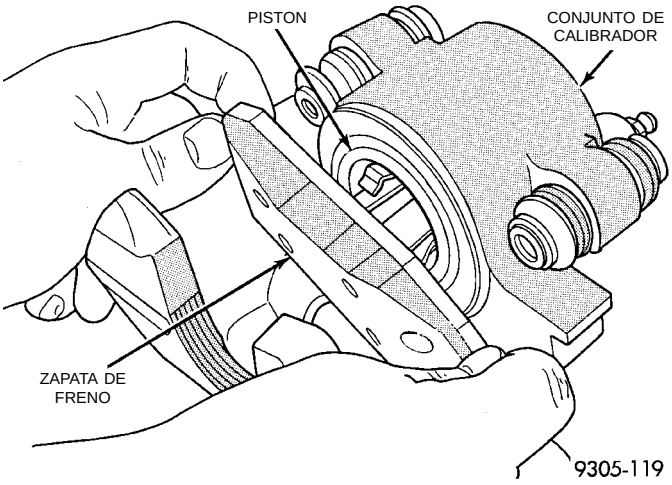

Fig. 65 Instalación de la zapata de freno de adentro
(5) Instale el nuevo conjunto de zapata de freno de adentro en el pistón del calibrador, apretando con firmeza con los pulgares en el hueco del pistón (Fig. 65). Asegúrese de que el conjunto de zapata de freno de adentro esté emplazado a escuadra contra la superficie el pistón del calibrador.